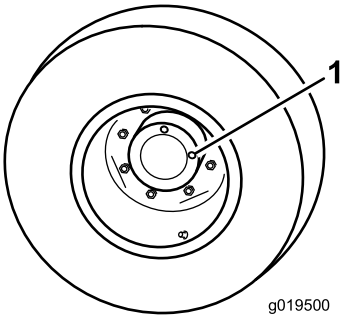

Figur 57
1. Anbring maskinen på et plant underlag, og placer hjulet, således at den ene kontrolprop står i klokken 12-positionen, og den anden står i klokken 3-positionen (Figur 57).
1. Kontrol-/aftapningsprop (2)
2. Fjern proppen i klokken 3-positionen (Figur 57).